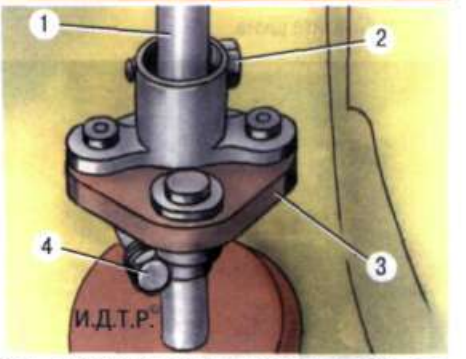

Рис. 8.5. Муфта вала рулевого колеса: 1 – вал рулевого колеса; 2 – верхний стяжной болт; 3 – муфта; 4 – нижний стяжной болт
19. Установите детали и рулевой механизм в порядке, обратном снятию. При установке рулевого механизма обратите внимание на то, чтобы рейка находилась в среднем (нейтральном) положении, размер **А** (рис. 8.4) между осью симметрии головок рулевых тяг и углублением посадочного места левой резиновой опоры составлял 325 мм, а положение рулевого колеса соответствовало прямолинейному движению. При этом стяжной болт 2 (рис. 8.5) клеммового соединения фланца муфты с хвостовиком вала рулевого колеса должен находиться в горизонтальном положении поверх рулевого вала.